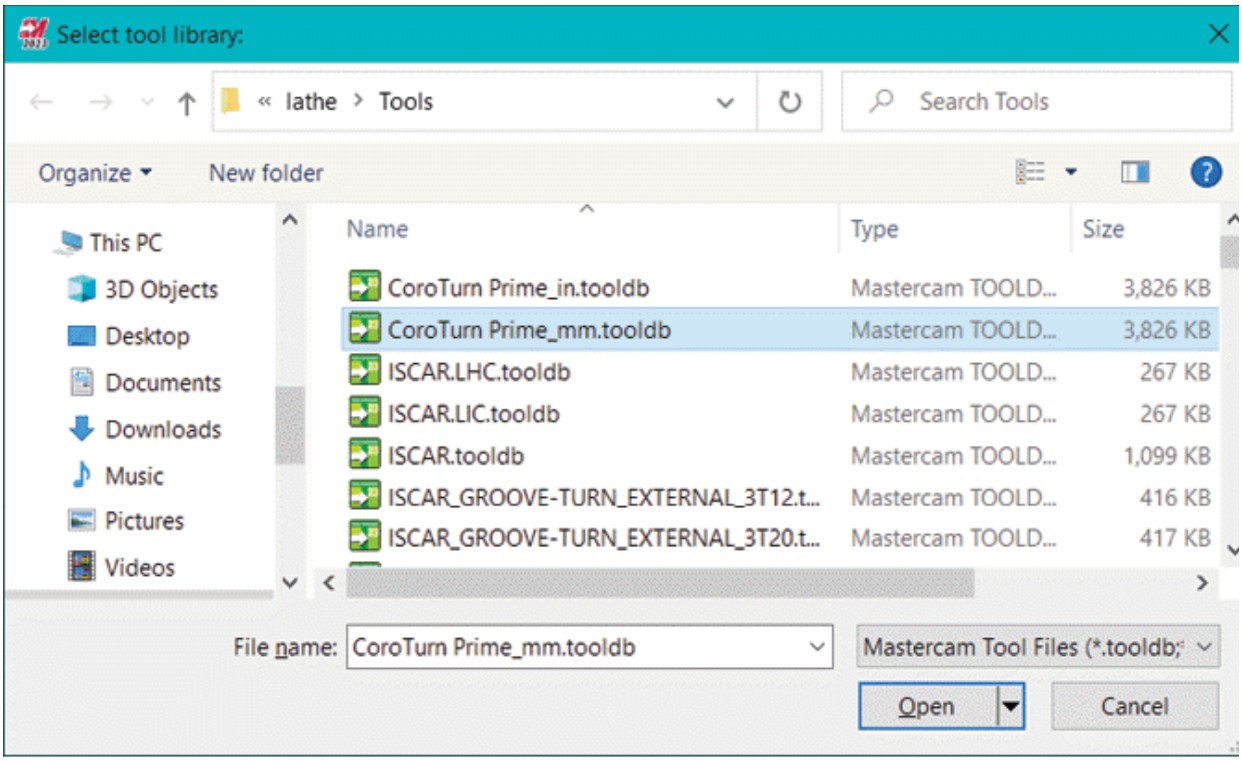

Figure-91. Select tool library dialog box
- Select desired cutting tool from the list. Note that you need to select **CoroTurn Prime** library to select related tools. To do so, click on the **Select library tool** button from the dialog box. The **Tool Selection** dialog box will be displayed. Click on the **Open** button at the top in the **Tool Selection** dialog box. The **Select tool library** dialog box will be displayed; refer to Figure-91. Select the **CoroTurn Prime mm.tooldb** file if you want to use tools in **mm** dimensions.